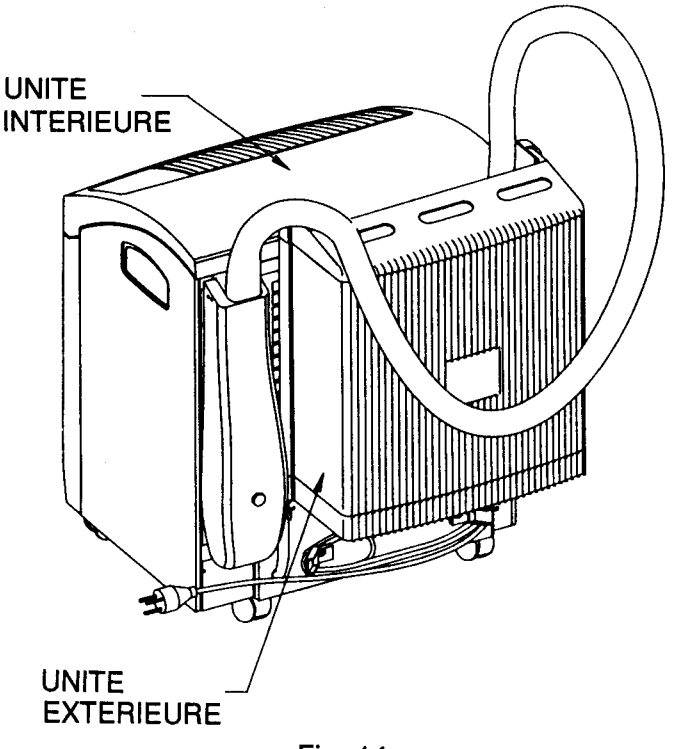

Fig. 14
Les deux unités peuvent être jointes ensemble (Fig. 14) lorsque le climatiseur est transporté ou rangé. Pour joindre les deux unités, insérer les crochets (8) de l'unité extérieure dans les trous prévus à cet effet (16) de l'unité intérieure (Voir Fig.1 et 2).